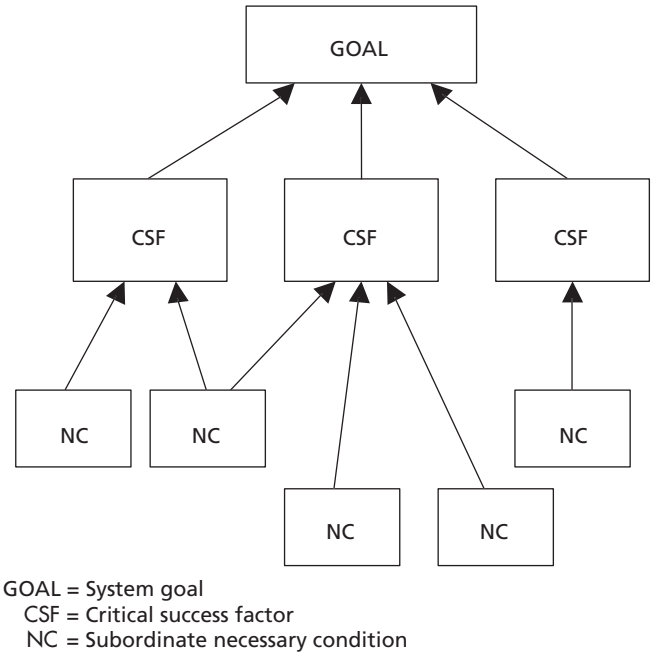

Figure 1.12 The Intermediate Objectives Map.
The Intermediate Objectives (IO) Map is a "destination finder." Stephen R. Covey contends that one should always begin any endeavor with the end in mind.[4:95] The IO Map (see Figure 1.12) helps problem solvers to do that.
* Originally, Goldratt conceived of only five tools. In the mid-1990s, he briefly dabbled with the idea of another logical aid he referred to as an Intermediate Objectives (IO) Map, but he never continued with a concerted effort to develop and use it. In my strategy development work, I found the IO Map to be not just useful, but critical to success. (See Dettmer, *Strategic Navigation*, Quality Press, 2003.)[8] It became apparent that it was equally useful for the kind of system problem solving for which the Thinking Process was originally conceived. The IO Map concept is fully developed, explained, and illustrated in this edition for the first time.